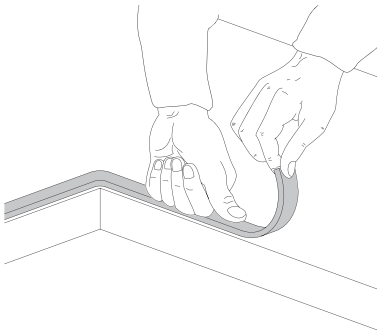

Рис. 4: *установка изоляционного уплотнителя*
- Аккуратно установить изолирующий уплотнитель, входящий в оснащение, на внешний периметр отверстия, выполненного на поверхности, слегка надавливая рукой, прижать уплотнитель по всей поверхности [Рис. 4].